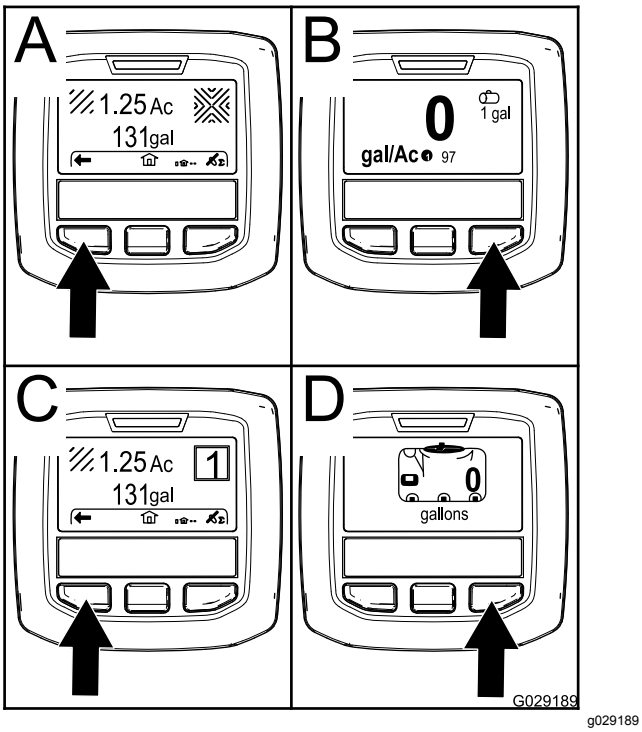

Figuur 19
- Rechter selectieknop: **Totale gespoten oppervlakte** (A in Figuur 19)
- Rechter selectieknop: **Gebruiksdosis** (B in Figuur 19)
- Linker selectieknop: **Totale gespoten deeloppervlakte** (C in Figuur 19)
- Linker selectieknop: **Tankvolume** (D in Figuur 19)